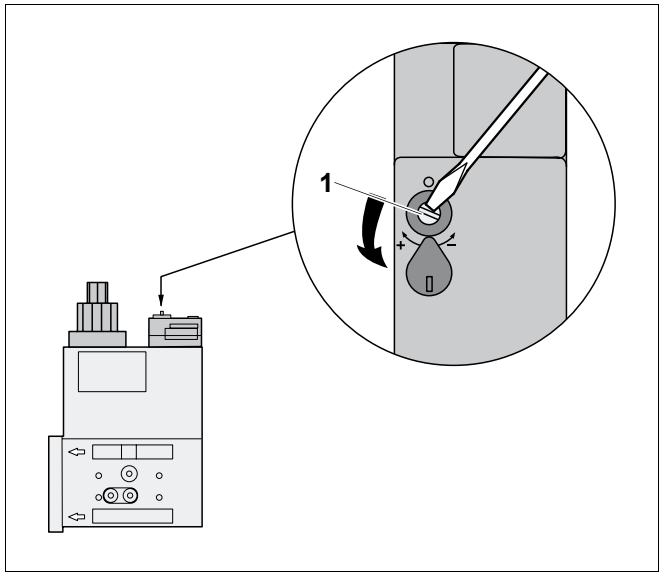

Рис. 27 Установка заданного значения
- Сдвинуть пластмассовую крышку в сторону и отверткой повернуть регулировочный винт (рис. 27, **поз. 1**) налево или направо.